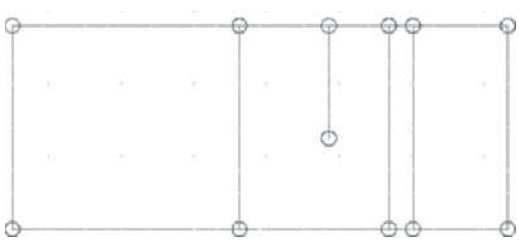

FIGURE 2.73 *Cleanup radius displayed and graph line of walls*
22. Move the pointer over the workspace, and press ESC to view the cleanup radii, as shown in Figure 2.73.